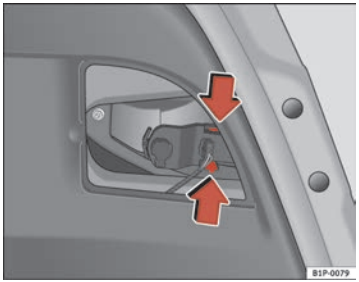

Fig. 174 Removing the lampholder
– Take the lampholder out pressing on the securing pins and extract it outwards ⇒ page 259, fig. 174.